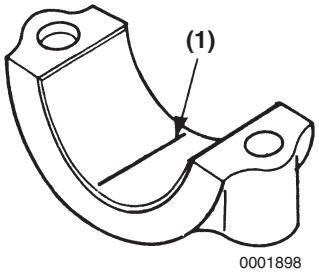

Figure 6-57
6. Place a piece of PLASTIGAGE® **(Figure 6-57, (1))** along the full width of the bearing insert.